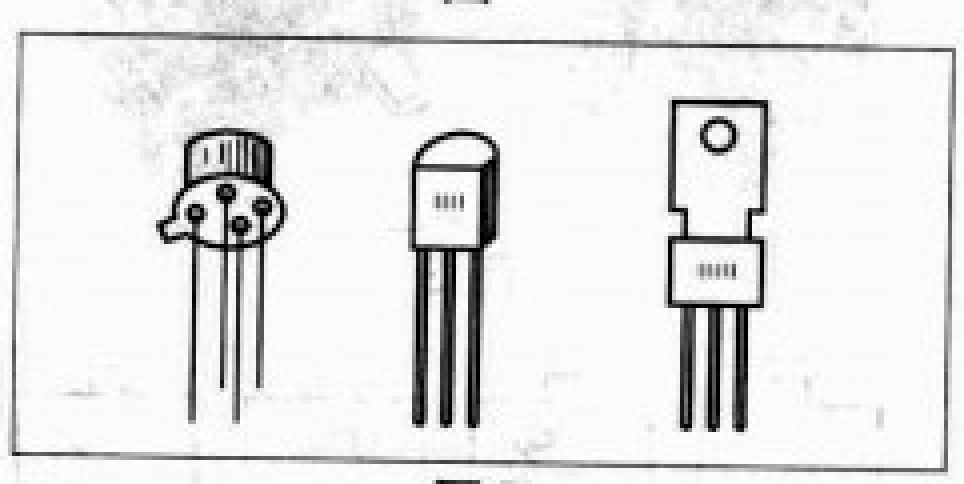
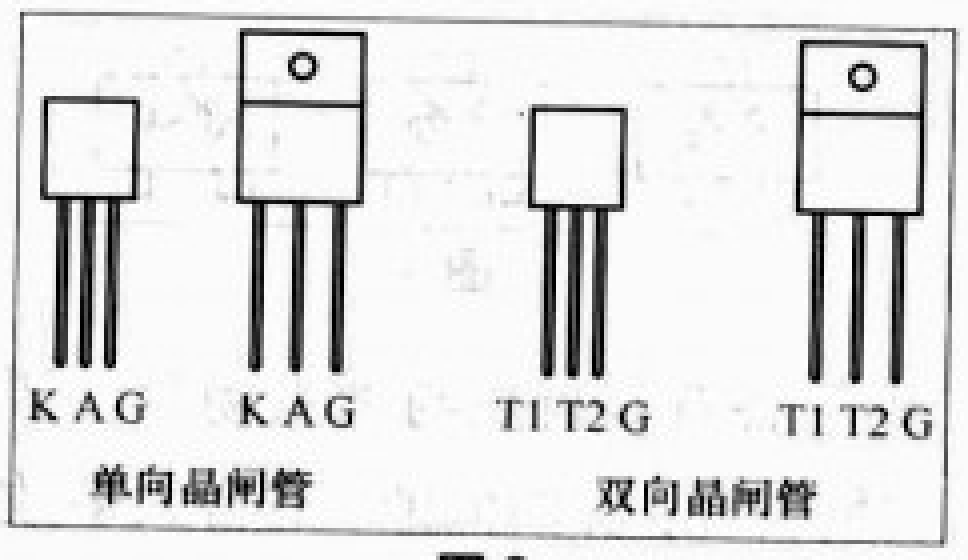

图7
图8
2.从封装形状上看，晶闸管的封装形状主要有TO-92型、TO-72型、TO-220型、TO-202型和TO-48型等，如图7所示。单向晶闸管和双向晶闸管往往具有相同的封装形状，但引脚意义不同，见图8，应注意识别。